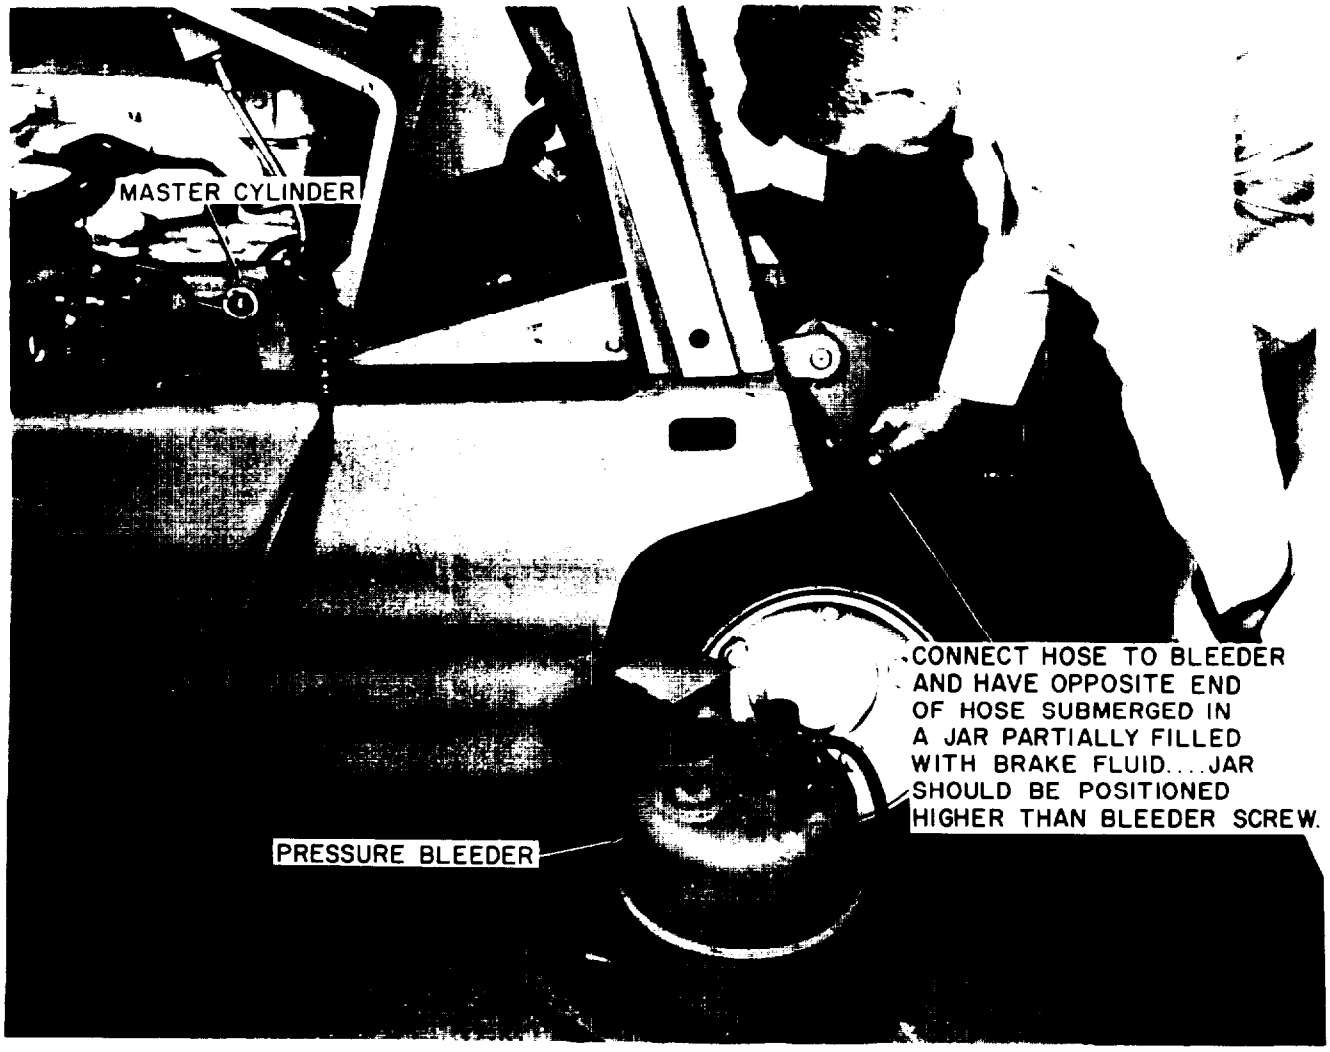
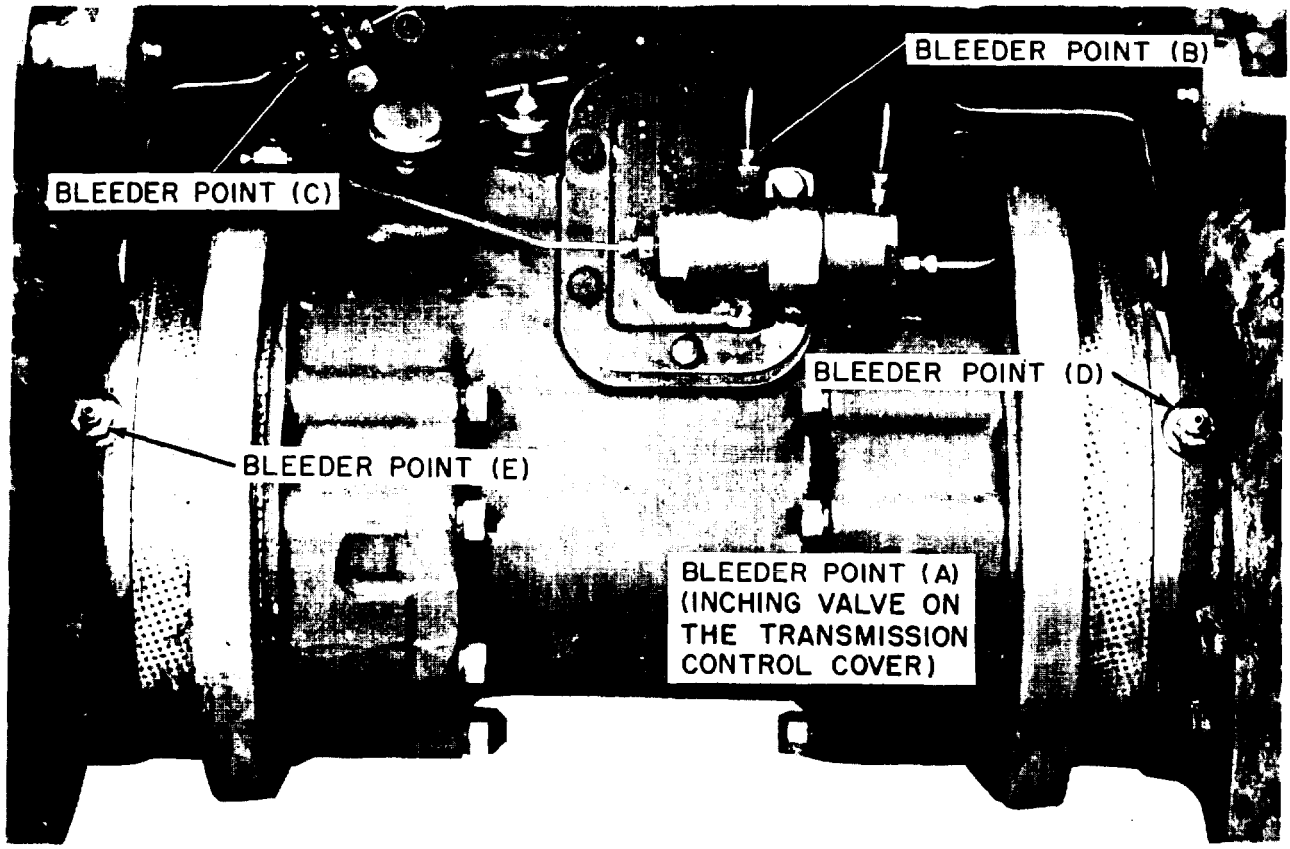

Figure 4-33. Pressure Bleeder Hook-up
Figure 4-34. Axle Adapter Bleed Points
f. With the bleeder hook-up completed as shown in figure 4-33, open bleed points B and C (fittings shown in figure 4-34) and allow fluid to flow from loosened fittings until no further bubbles appear in the flow. Tighten fittings securely when all air is expelled.